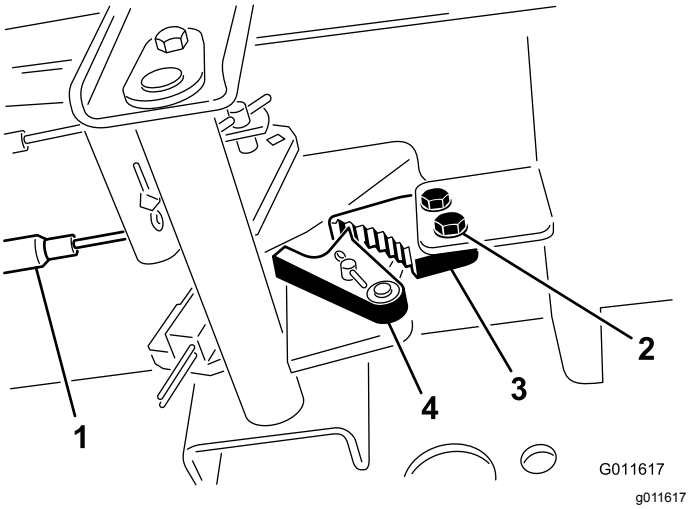

Figur 70
1. Lossa de två skruvar som håller fast parkeringsbromsens spärrhake på ramen (Figur 70).
2. Tryck parkeringsbromspedalen framåt tills bromsspärren griper in helt i parkeringsbromsens spärrhake (Figur 70).